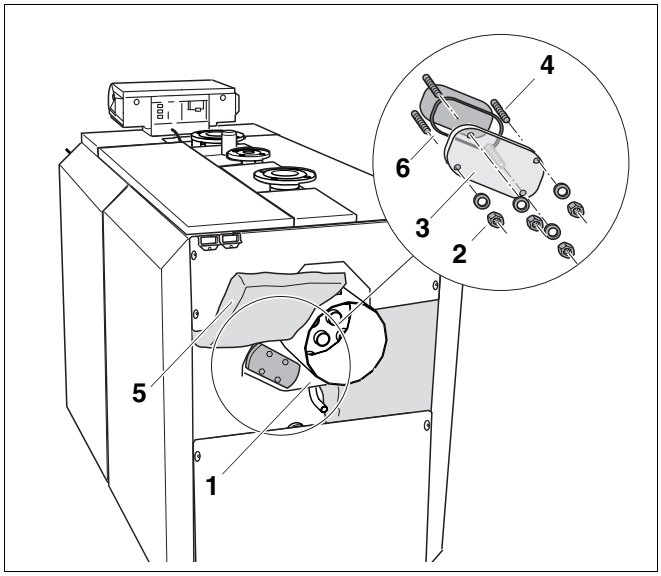

Рис. 51 Установка крышки для чистки (на рисунке изображено положение крышки для типоразмеров котлов: SE635 230 – 280 кВт и SK635 265 – 325 кВт)
- Откинуть наверх теплоизоляцию коллектора дымовых газов (рис. 51, **поз. 5**) таким образом, чтобы можно было установить на коллектор крышку для чистки.
- Посадить на шпильки крышку для чистки коллектора дымовых газов (рис. 51, **поз. 3**) со вложенной прокладкой (рис. 51, **поз. 4**).
- Закрепить крышку для чистки (рис. 51, **поз. 3**) гайками с шайбами (рис. 51, **поз. 2**) на коллекторе дымовых газов (рис. 51, **поз. 1**). Момент затяжки 12 Нм (вручную).